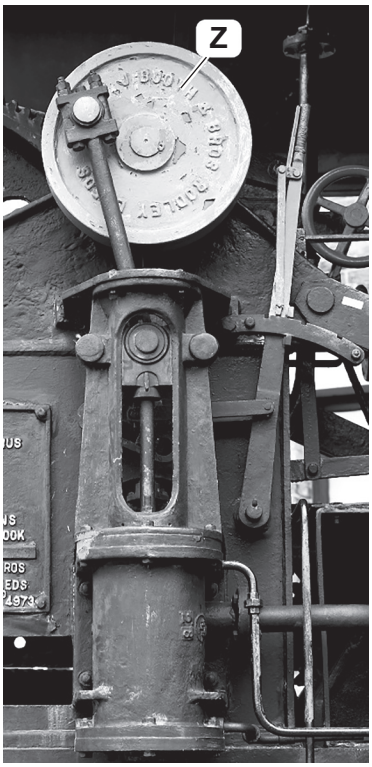

**Fig. 11.5**
**(d)** Fig. 11.5 shows part of a steam engine.